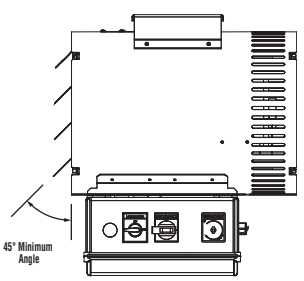

Figura 3 - Ajuste de las celosías
9. La rejilla de salida está formada en fábrica con celosías colocadas en un ángulo de 45°. Este es el ángulo mínimo admisible para evitar un posible sobrecalentamiento. Las celosías pueden abrirse hasta a 90° si se desea, para permitir un mayor alcance del chorro de aire al doblar cada celosía hacia afuera. Vea la Figura 3.